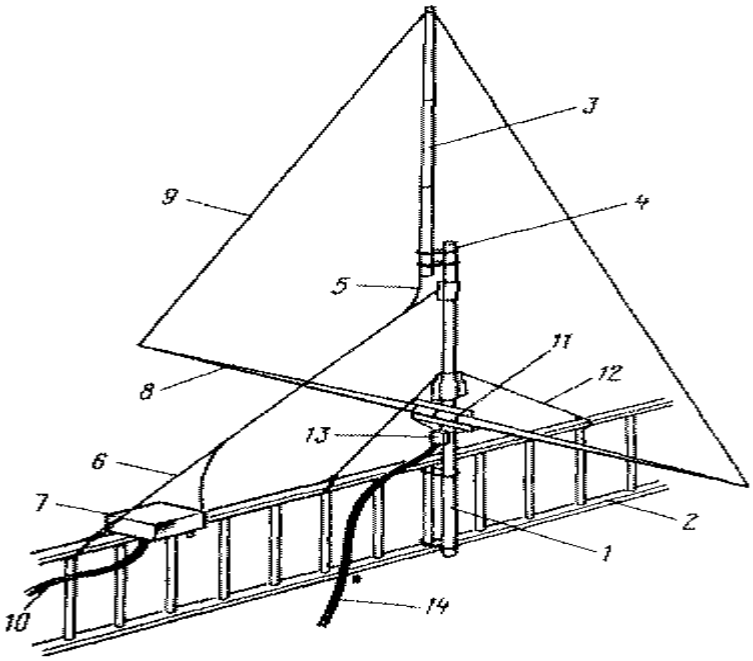

Рис.1
Эта антенна **(рис. 1),** предложенная японским коротковолновиком с ("CQ ham radio", 1993, June, p. 220-223), не отличается оригинальным радиотехническим решением, но сама конструкция интересна тем, что ее можно установить на самом краю крыши жилого дома. Она состоит из двух электрически независимых антенн: рамки (DELTA LOOP) на диапазон 20 метров и укороченного штыря (GP) на диапазон 80 метров.
Мачта 1 длиной около 3 м, поддерживающая DELTA LOOP и часть GP, надежно фиксируется к ограждению 2 на краю крыши. В верхней части к мачте через изолирующие прокладки 4 прикреплен излучатель диапазона 80 метров длиной 5,3 м, составленный из трех отрезков тонкостенных дюралевых труб, которые вставлены одна в другую. К нижней части излучателя 3 присоединен проводник 5 длиной 4,3 м, поддерживаемый диэлектрической растяжкой 6. Он идет к блоку согласования 7. В нижней части мачты 1, чуть выше ограждения 2, прикреплена диэлектрическая труба 8. Она состоит из двух удилищ длиной 3,5 м. Эта труба поддерживает нижнюю часть рамки 9. В верхней части рамка прикреплена к излучателю диапазона 80 метров через диэлектрическую вставку **(на рис. 1 не показана).**